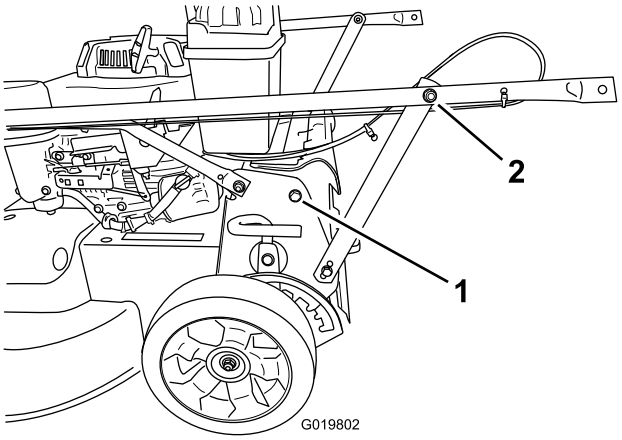

Figur 3
1. Fjern de to bolte fra maskinstellet på det sted, der er vist i Figur 3.